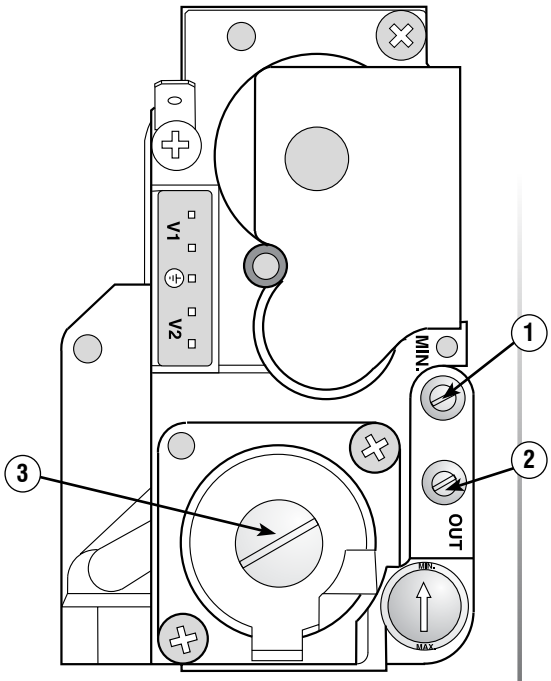

FIGURE 7
11.4.1 Loosen the screw on the outlet pressure test point and fit a pressure test gauge (see Figure 7)
13.3.1 Loosen the screw on the outlet pressure test point and fit a pressure test gauge (see Figure 7)